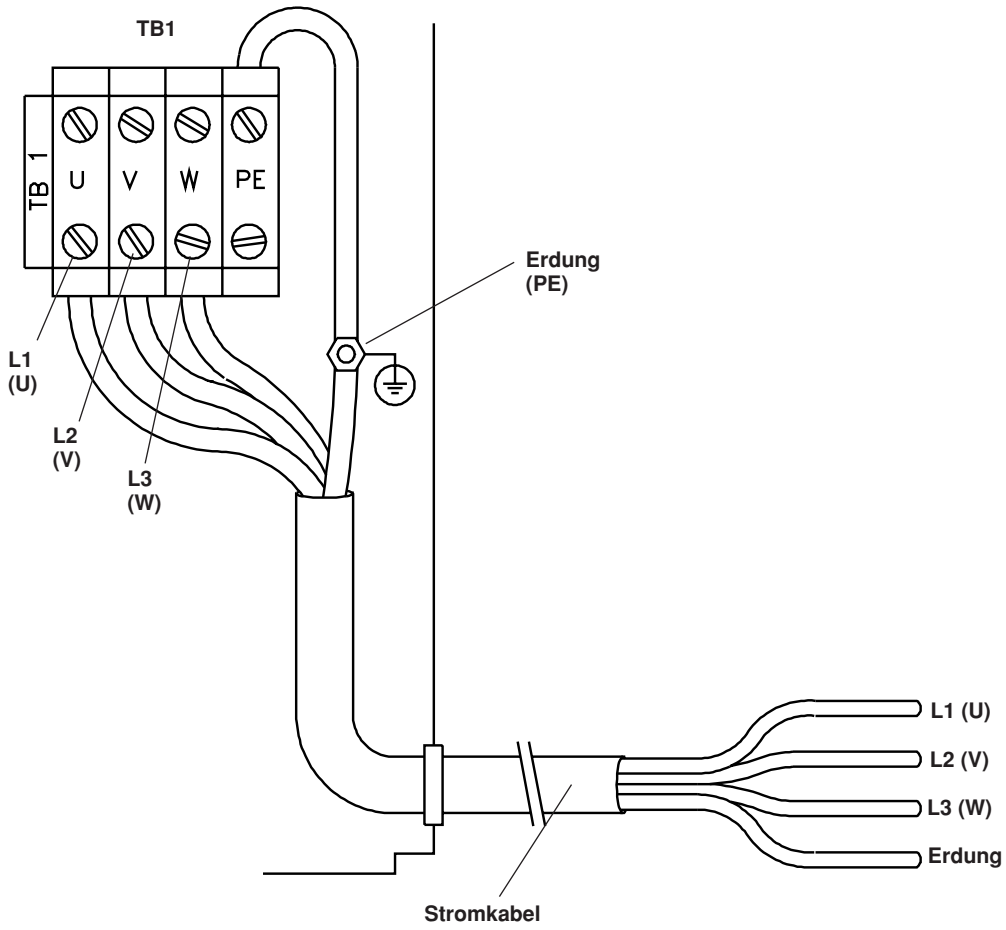

Abbildung 5-1 Primäre Strommeßstelle
5. Bei der 200, 208, 240, 480 bzw. 600-V-Stromquelle ist die Spannung an TB1 zwischen L1 (U), L2 (V) und L3 (W) zu messen. Siehe Abbildung 5-1 bezüglich der TB1-Details. Siehe auch, falls erforderlich, Verdrahtungsdiagamm das diesem Handbuch beiliegt. Die Spannung zwischen jeglichen zwei der drei Punkte an TB1 sollte der Netzspannung (200, 208, 240, 480 bzw. 600 VAC) entsprechen. Sollte an dieser Stelle ein Problem auftreten, ist die Hauptstromversorgung zu unterbrechen und die Anschlüsse, Stromkabel, Sicherungen sowie der Sicherungsautomat am Netzunterbrechungsschalter zu prüfen. Falls erforderlich, schadhafte Komponente(n) reparieren und/oder ersetzen.